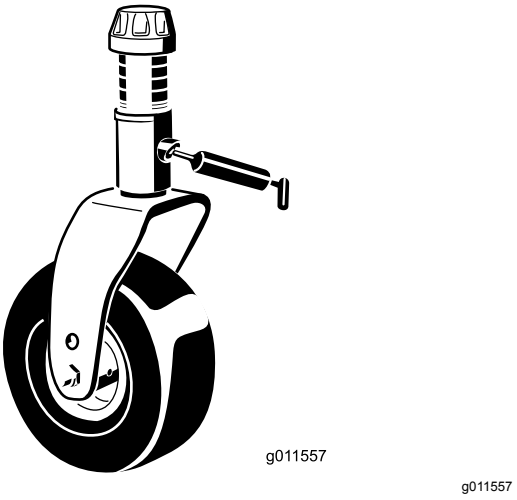

Figuur 61
- Lagerbussen van as van zwenkwielvork (2) (Figuur 61)